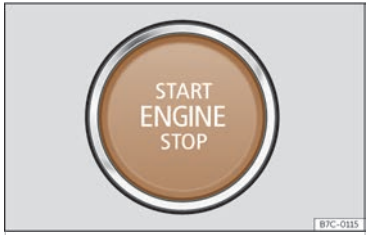

Abb. 121 Starterknopf.
Wenn das Fahrzeug entriegelt wird, blinkt der Starterknopf ››› **(Abb. 121)**, um auf ihn aufmerksam zu machen.
- Starterknopf drücken ››› **(Abb. 121)** ohne Gas zu geben. Zum Anlassen des Motors muss sich ein gültiger Fahrzeugschlüssel im Fahrzeug befinden.
- Starterknopf kurz drücken ››› **(Abb. 121)**.